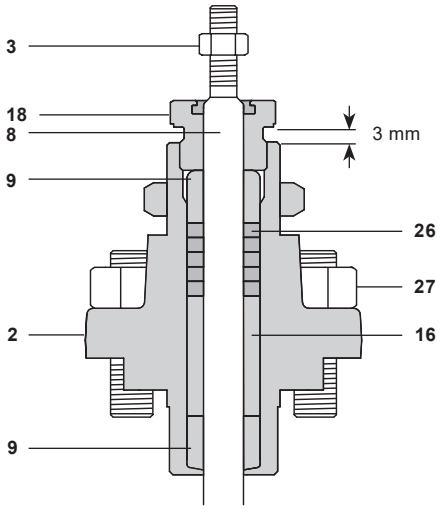

**Fig. 10**
## 4.5 Replacement of graphite gland packing (reference Figure 10)
- **Standard Bonnet (Fig. 10)**